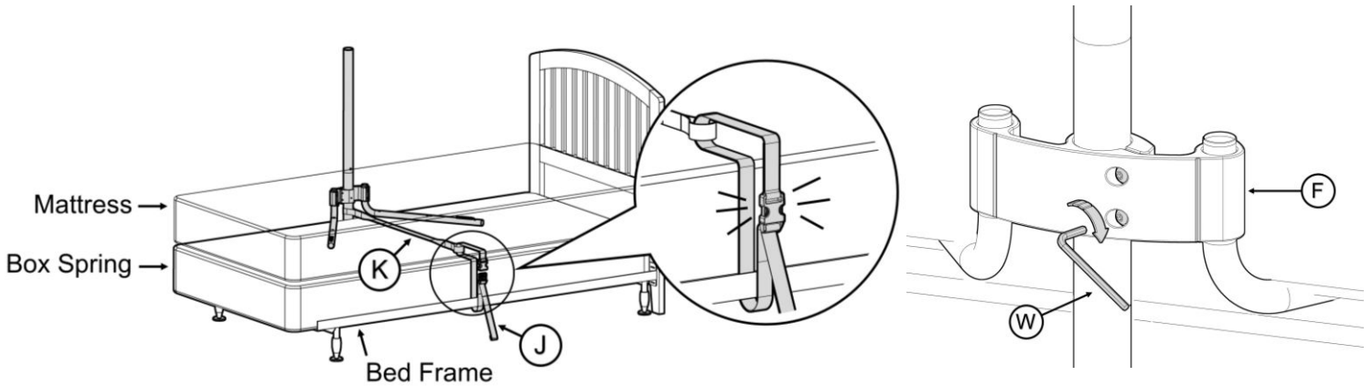

FIGURE 6
6. This step is for beds with box springs and platform bases, for other bed frames see step 7. Open buckles on **J** and loop one buckle around bed frame and snap buckles back together. Tighten strap **J** by pulling loose end of strap. Make sure main support is plumb (completely vertical). Tighten front screws in **F** until both are secure. *FIGURE 6*